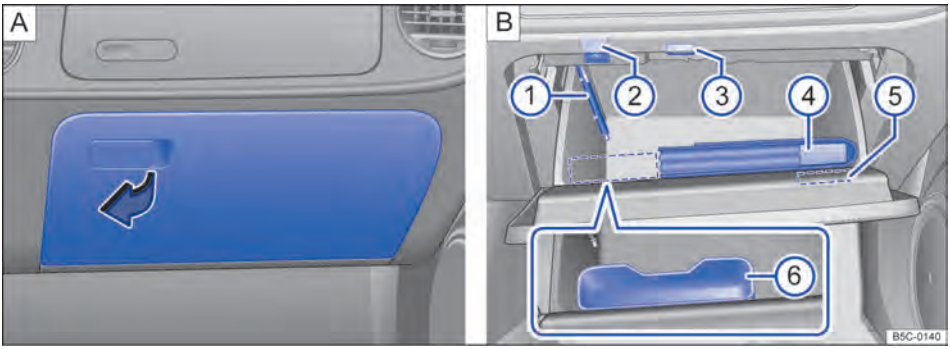

Fig. 96 No lado do passageiro dianteiro: A: abrir o porta-luvas inferior, B: porta-luvas aberto.
Para *abrir*, puxar a alavanca no sentido da seta ⇒ Fig. 96 **A**.
O porta-luvas destina-se à acomodação da literatura de bordo ⇒ Fig. 96 **B** ④.
No porta-objetos se encontra um suporte para um lápis ⇒ Fig. 96 **B** ①.
Na tampa do porta-objetos se encontra um suporte para um bloco de notas ⇒ Fig. 96 **B** ⑤.
No porta-objetos, dependendo da versão, pode se encontrar o botão para o indicador de controle dos pneus ⇒ Fig. 96 **B** ② ⇒ Página 187.
No porta-objetos pode haver a entrada multimídia (MEDIA-IN) instalada de fábrica ⇒ Fig. 96 **B** ③ ⇒ caderno *Rádio* ou ⇒ caderno *Sistema de navegação*.
No porta-objetos, dependendo da versã, pode se encontrar um porta-oculos ⇒ Fig. 96 **B** ⑥.